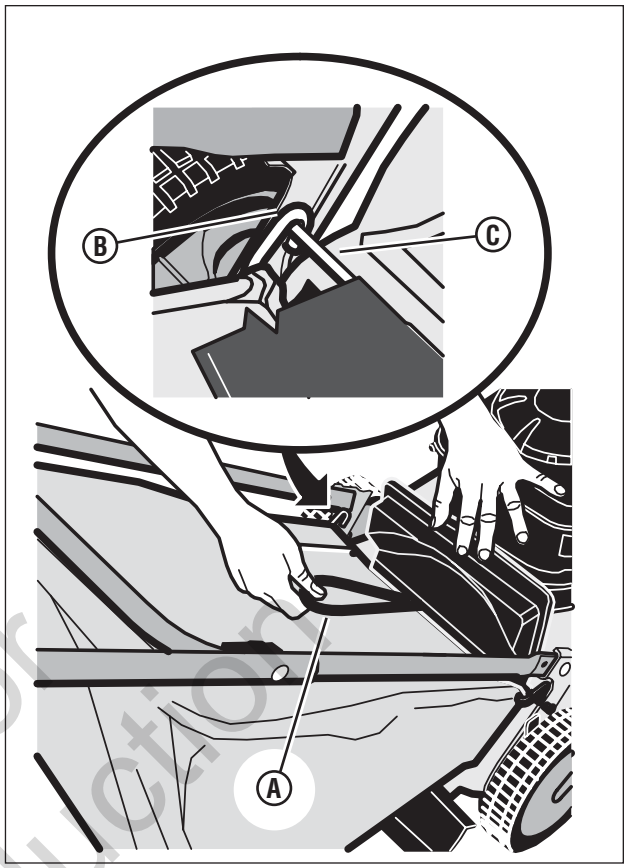

Figure 13 : Installation du sac à herbe
3. En tenant la poignée du sac à herbe **(A, Figure 13)**, installez le sac à herbe sur la tondeuse en vous assurant que les crochets **(B)** du sac à herbe soient attachés au pivot de la trappe arrière **(C)**.